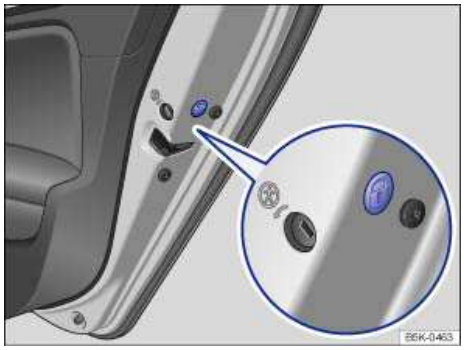

Fig. 154 On the front side of the right rear door: Emergency lock, covered by a rubber seal.
- Remove the rubber seal on the front side of the door. The seal is marked with a lock W ⇒ fig. 154.